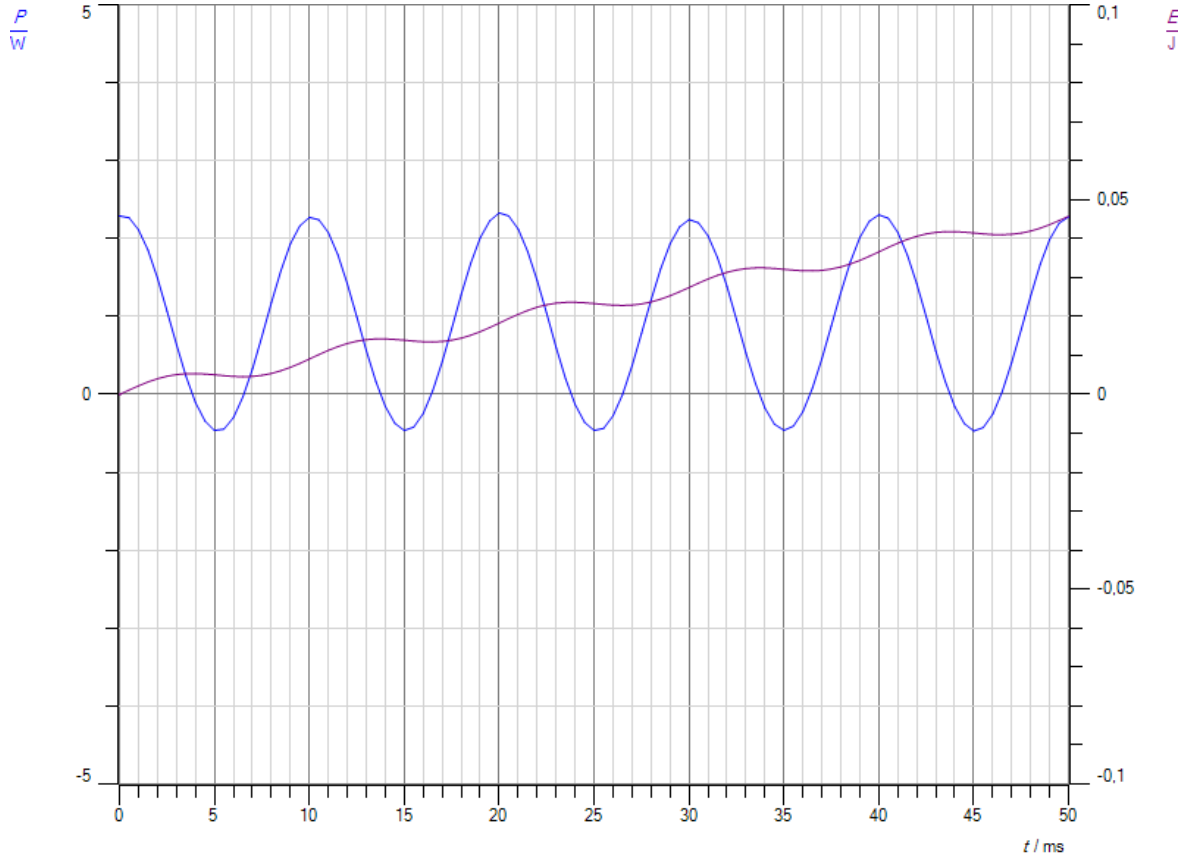

Abb. 5: Energiekurve ohne Eisenkern
f. Dass die Deutung aus Teilaufgabe e richtig ist, zeigen die violetten Energiekurven in den Abb. 5 und 6, die man mit cassy lab 2 erstellen kann. Man kann die Energiemessung auch bereits bei der Aufnahme der Kurve aktivieren. Allerdings ist die Auflösung für die Energie in cassy mobile bei kleinen Energien nicht besonders gut. Die Eigenschaft von Spulen in einem Wechselstromkreis den Strom im Gegensatz zu einem Ohmschen Widerstand fast ohne Wärmeverluste zu reduzieren, wird in der Elektronik häufig genutzt. Man spricht von Drosselspulen. Hinzu kommt eine Filterwirkung, da sie hohe Frequenzen stärker drosseln als niedere Frequenzen, weil der induktive Widerstand umso größer ist, je höher die Frequenz ist.